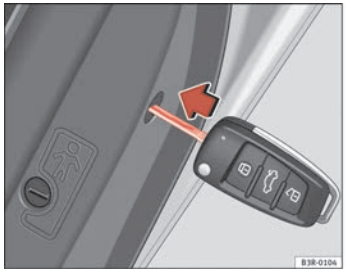

Fig. 73 Enabling manual locking
– Insert the key into the slot inside ⇒ fig. 73 and turn it as far as the stop, i.e. about 90 degrees to the right (doors on right side) or to the left (door on the left side).